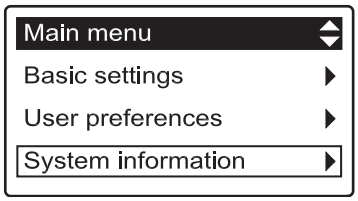

FIG. 43
2. Press the DOWN (▼) button to scroll through the menu options until **System information** is highlighted (See Figure 43).